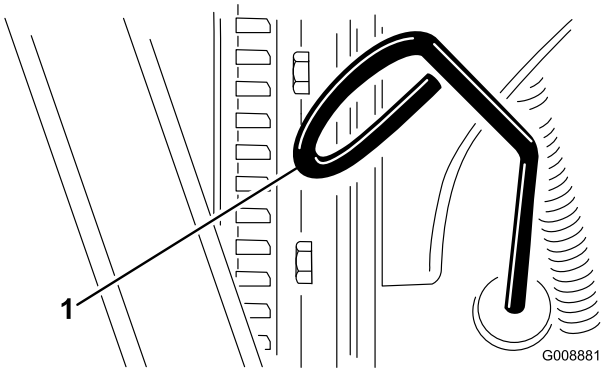

Figur 35
2. Ta ut oljestickan (Figur 35) och torka av den med en ren trasa.